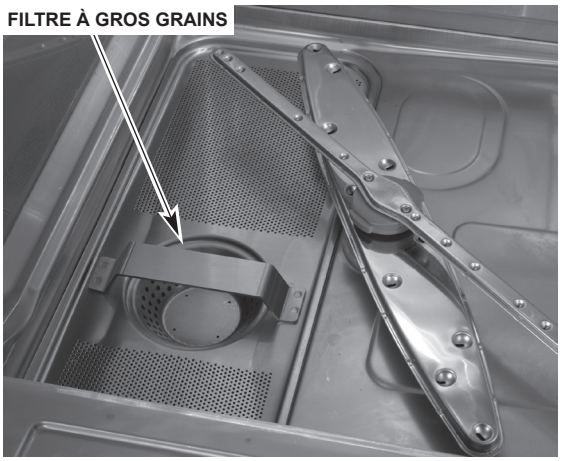
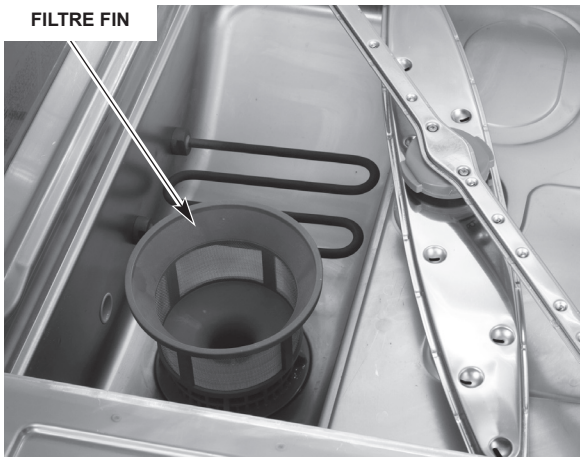
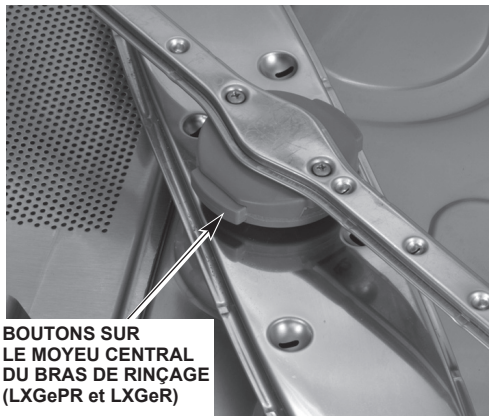

Fig. 6
Fig. 7
Fig. 8
Assurez-vous que le filtre à gros grains (fig. 6) et le filtre fin (fig. 7) sont bien en place et libres de tout débris. Veillez à ce que la poignée du filtre à gros grains soit tournée vers l'avant de l'appareil. Vérifiez si les bras de lavage et de rinçage tournent facilement et ne sont pas obstrués.
2. Retirez le bras de rinçage inférieur en appuyant sur les boutons situés sur les côtés du moyeu central et tirez vers vous (fig. 8). Enlevez le bras de lavage inférieur en retirant le bras de son axe. Retirez les bras de rinçage et de lavage supérieurs de la même façon. Enlevez le filtre à gros grains et le filtre fin (voir fig. 6 et 7). Nettoyez soigneusement ces pièces dans un évier. Retirez les débris pris dans les gicleurs des bras de lavage et de rinçage.